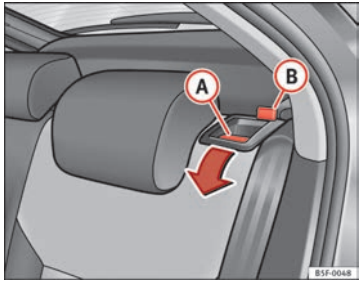

Fig. 83 Backrest release lever
– Press the release lever ⇒ Fig. 83 (A) in the direction of the arrow.
– Move the backrest until it engages properly ⇒ ⚠. The red marking on the tab ⇒ Fig. 83 (B) should no longer be visible when the backrest is properly secured. ▶